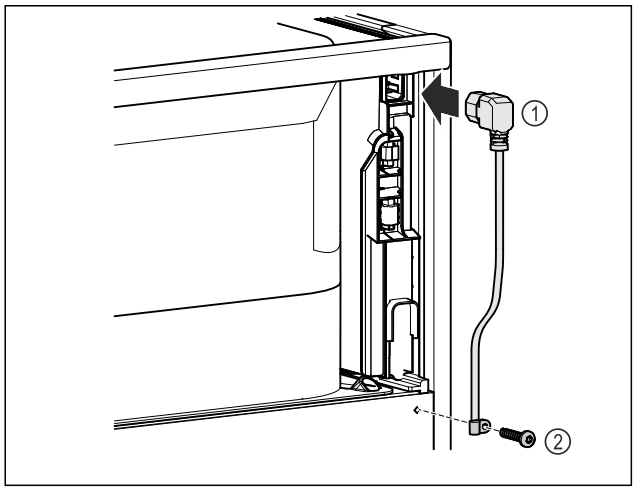

Fig. 48
▶ Introduceți mufa pentru puteri mici de la conductorul de racord la rețea *Fig. 48 (1)* pe partea posterioară a aparatului.
▶ Montați siguranța antismulgere. *Fig. 48 (2)*